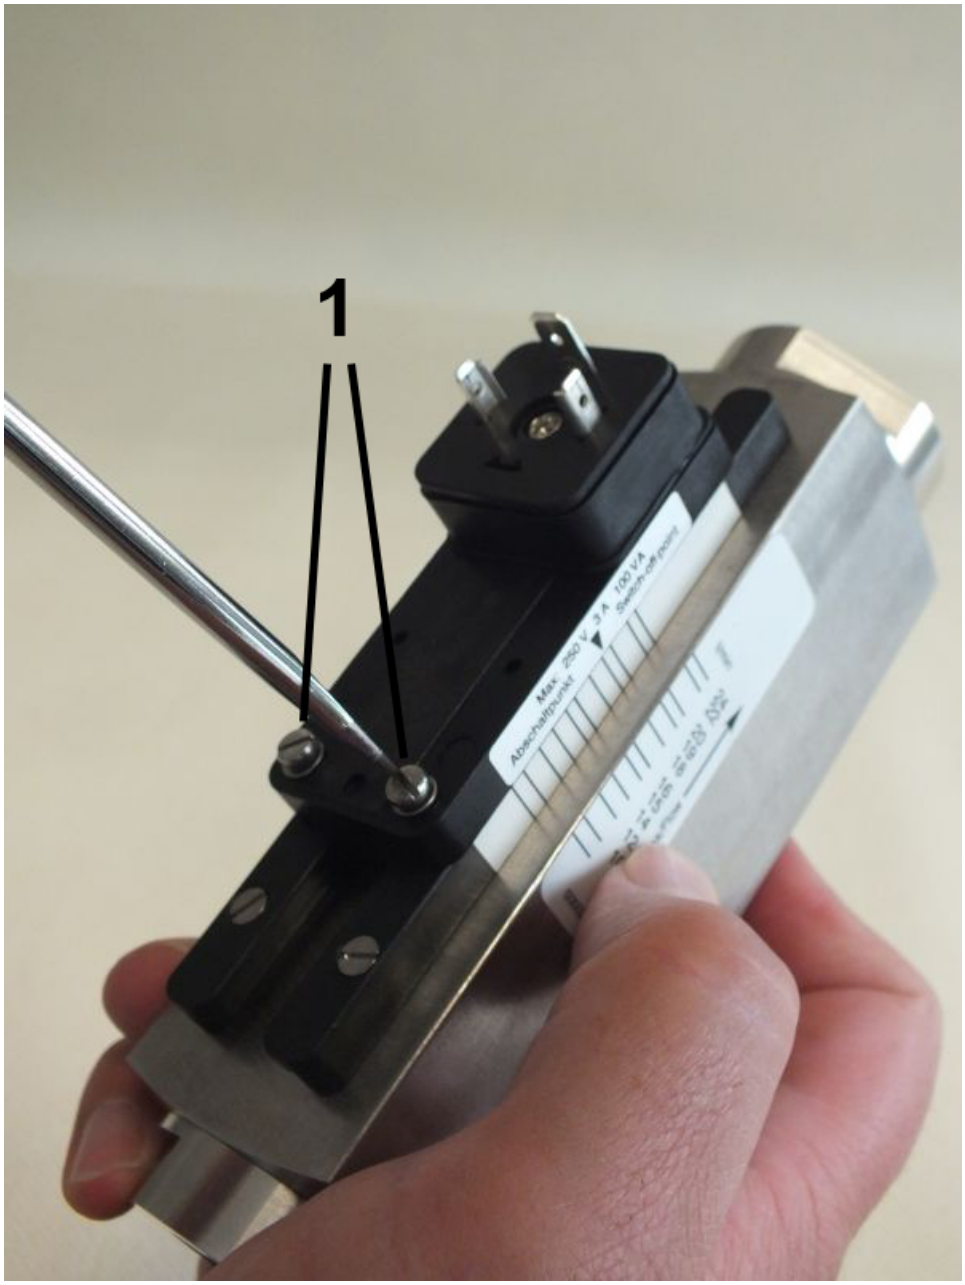

Fig. 80: Loosen set screws
3. Using a flat-bladed screwdriver (*Fig. 80*/1) loosen the set screws of the switch contact until it can move freely.
11. Tighten the set screws (*Fig. 80*/1) observing the proper tightening torque of the screws (➦ *Chapter 11.1 "Tightening torque" on page 104*)